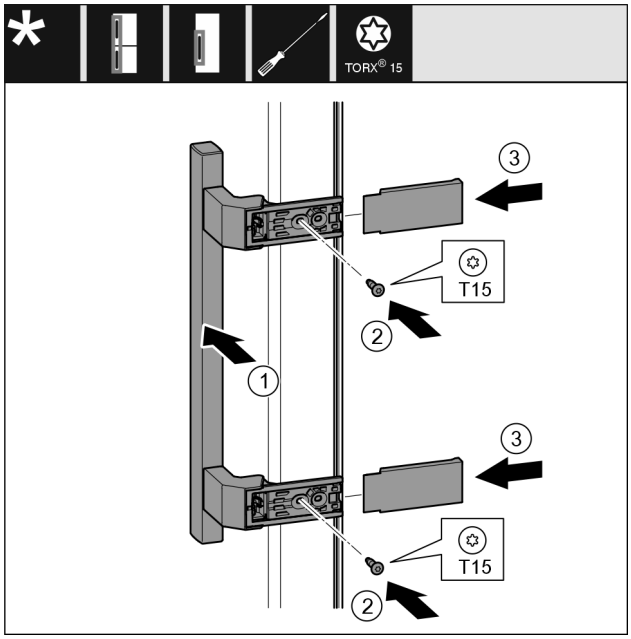

Fig. 20
- ▶ Placer la poignée *Fig. 20 (1)* du côté opposé.
- ▶ Serrer les vis *Fig. 20 (2)* avec un tournevis.
- ▶ Placer les caches *Fig. 20 (3)* sur le côté et les faire glisser.